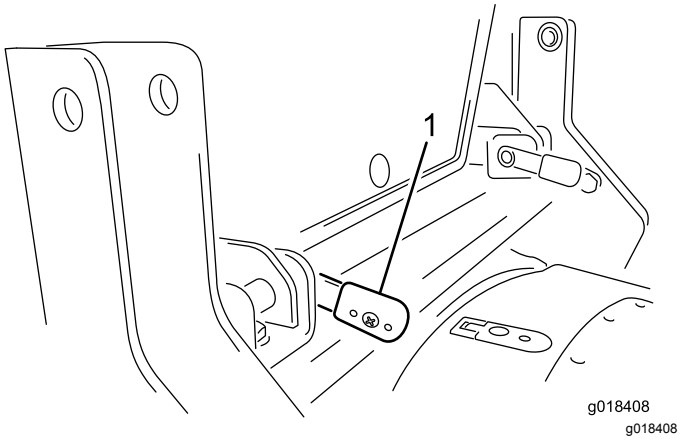

Figure 23
4. Lorsque les leviers sont complètement engagés, tournez-les en arrière pour les verrouiller en position (Figure 23).